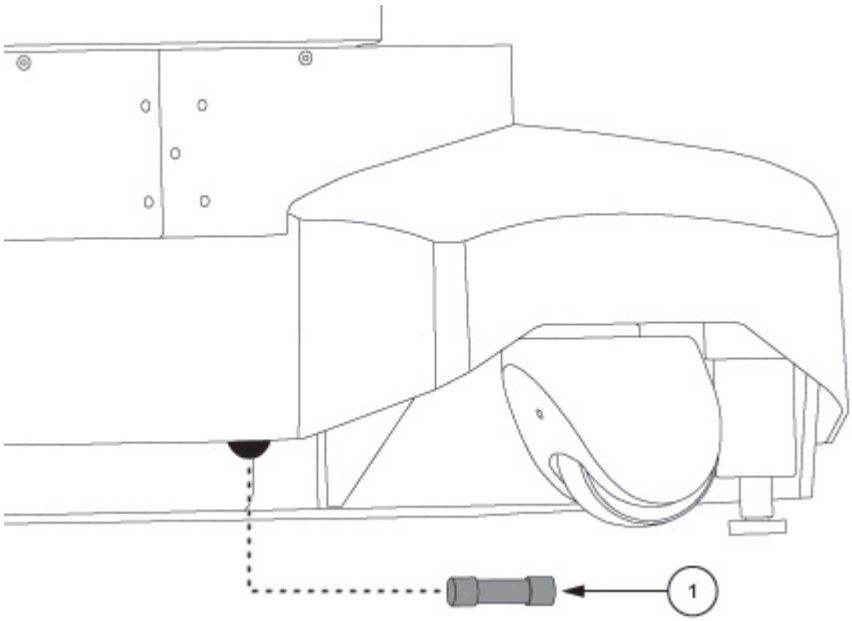

Figura 7-1. Instalación del fusible de la batería
2. Introduzca el fusible (1) y el portafusibles en la caja de fusibles. Consulte la *Figura 7-1*.